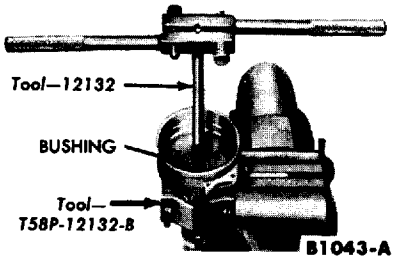

FIG. 13—Burnishing Bushing
2. Burnish the bushing to the proper size (Fig. 13).